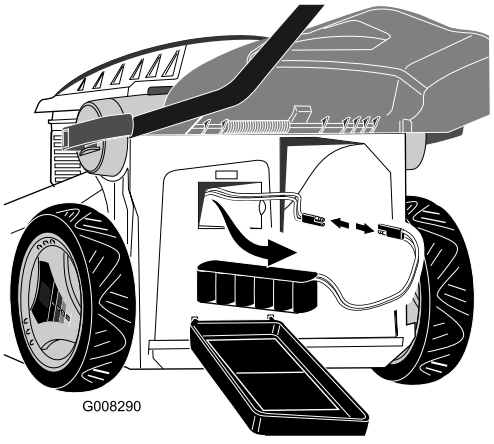

Figure 26
2. Sortez la batterie du bac et débranchez le câble de batterie du câble de tondeuse (Figure 26).